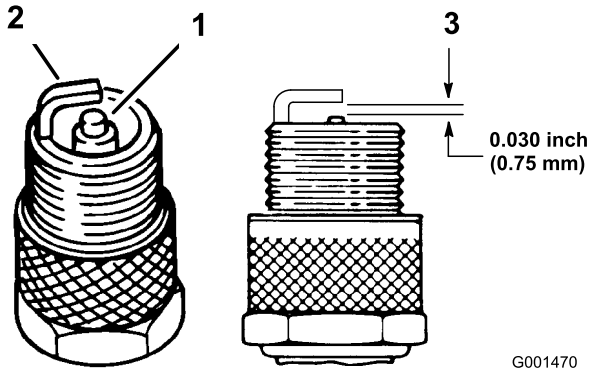

Figur 24
1. Titta mitt på tändstiften (Figur 24). Om isolatorn är ljusbrun eller grå fungerar motorn som den ska.
2. Kontrollera avståndet mellan mitt- och sidoelektroderna (Figur 24). Böj sidoelektroden (Figur 24) om avståndet är felaktigt.
3. Anslut kablarna till tändstiften (Figur 24).